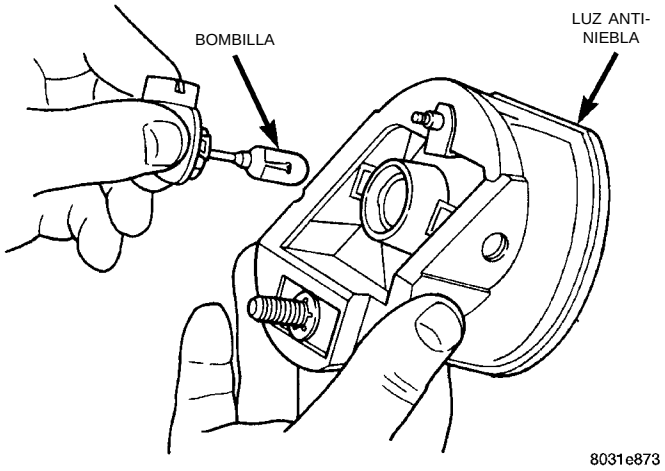

Fig. 2 Luz antiniebla
(1) Retire el perno que sostiene la luz antiniebla en la plancha de cierre del radiador (Fig. 2).
(2) Separe la luz antiniebla de la plancha de cierre del radiador.
(3) Extraiga la luz antiniebla a través de la abertura de la placa protectora.
(4) Desconecte el conector de cable de la base de la bombilla de luz antiniebla.
(5) Separe la luz antiniebla del vehículo.